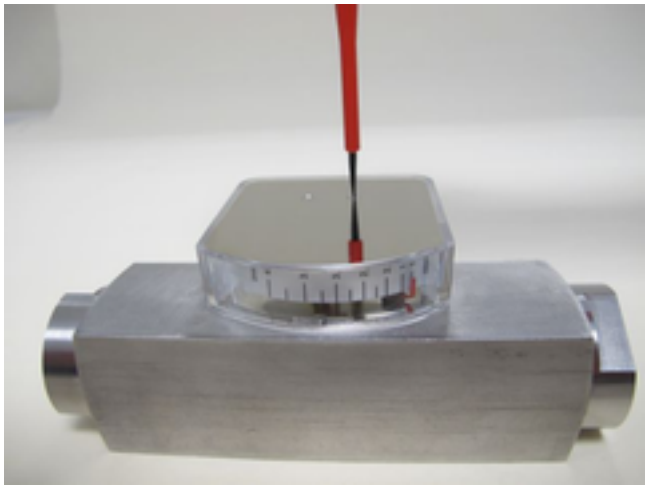

Fig. 41: Loosen the display cover plate
1. Remove fixing screws from the display housing cover (*Fig. 41*)